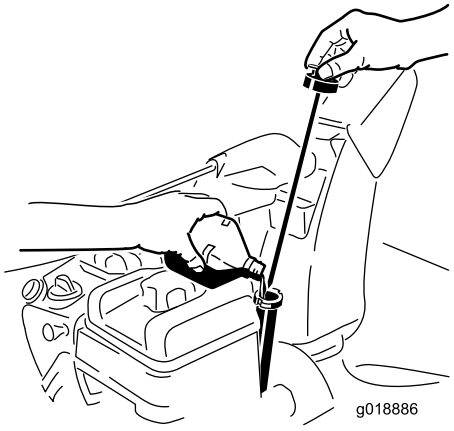

Figur 12
1. Ta ur oljestickan och fyll **långsamt** på olja i påfyllningsröret så att nivån höjs till markeringen Full på stickan. **Fyll inte på för mycket** (Figur 12). Se Kontrollera oljenivån i motorn under Underhåll.